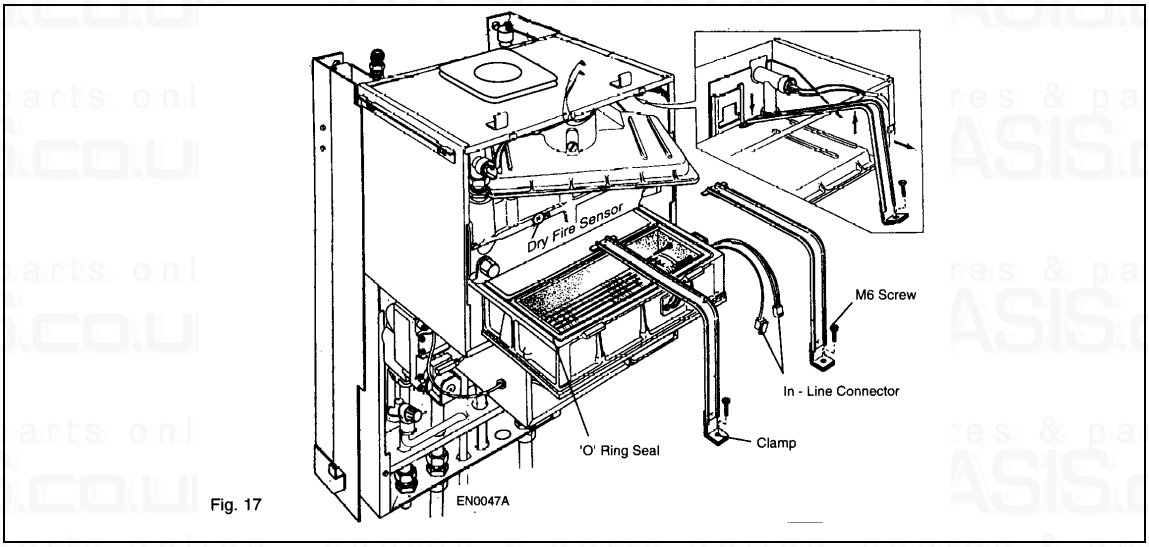

Fig. 17
6) Disconnect inline connectors for the hot surface igniter and the flame sensor on the right hand side of the combustion chamber. Fig. 17.
9) Disconnect electrical connections from dry fire sensor. Fig. 17.
a) Remove combustion chamber as described in **'Servicing Boiler'**. See Fig. 17.
a) Remove combustion chamber/fluehood as described in **'Servicing Boiler'** See Fig.17.